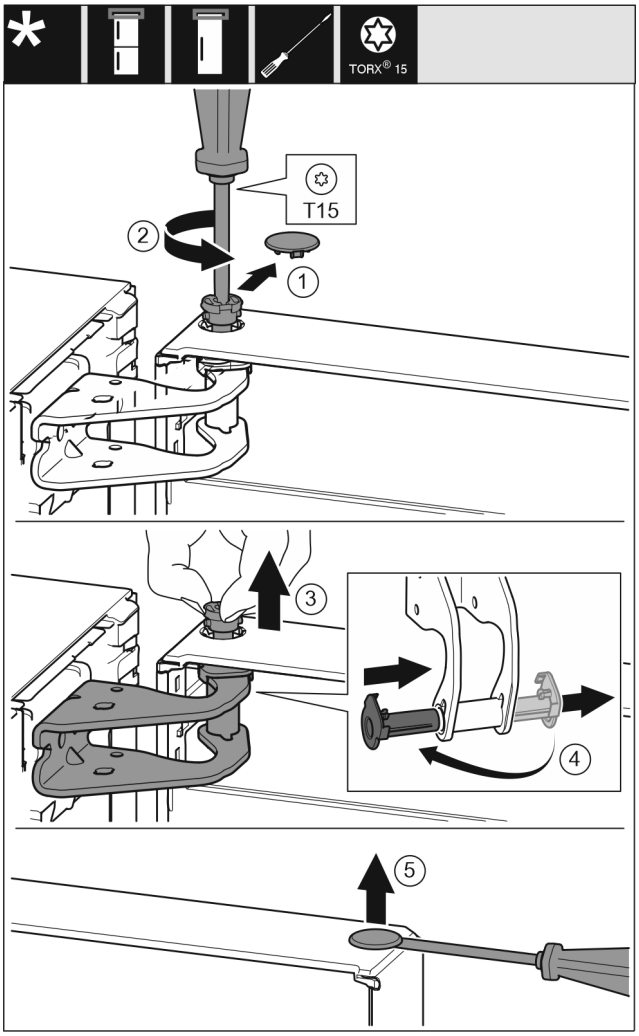

Fig. 9
- ▶ Carefully remove the protective cover. *Fig. 9 (1)*
- ▶ Loosen the bolts slightly with a T15 screwdriver. *Fig. 9 (2)*
- ▶ Hold the door and remove the bolts with your fingers. *Fig. 9 (3)*
- ▶ Pull the bearing bush out of the guide. Insert from the other side and latch into place. *Fig. 9 (4)*
- ▶ Carefully lift the plugs out of the door bearing bush with a slotted screwdriver and remove them. *Fig. 9 (5)*